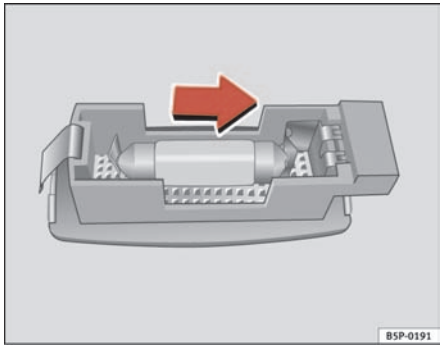

Fig. 196 Removing sunroof light
– Carefully remove the lamp, using the flat side of the screwdriver, as shown in the figure ⇒ fig. 196.
– Remove the lamp, moving it in the direction of the arrow and outwards ⇒ fig. 196. ■